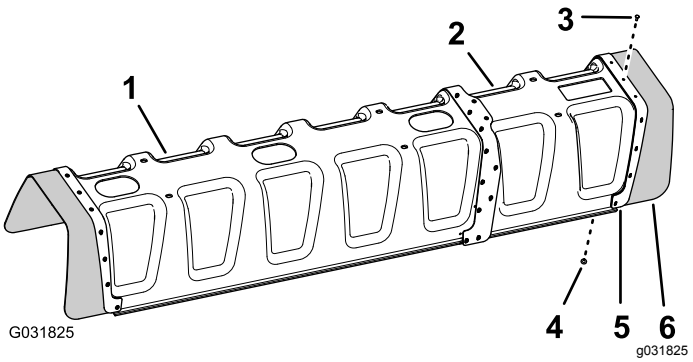

Figur 149
5. Placer hullerne i gummidækslet og i forstærkningspladen (enkelt række), som du afmonterede i trin 2, ud for hullerne i enden af afdækningsudvidelsen (Figur 149).